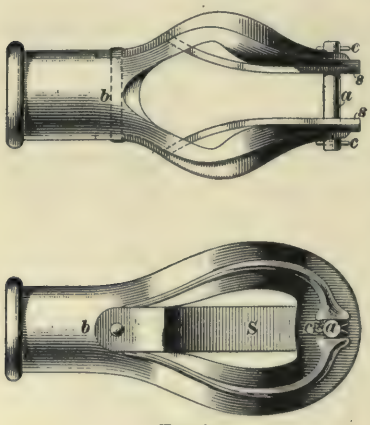

FIG. 5.
**6. The Harp.**—*Harp* is the name given to the fork which holds the wheel and the axle for the wheel to turn on; it also holds the two contact springs, one of which is shown at *S*, in Fig. 5. In Fig. 5, *b* is the harp proper; *a*, the axle for the wheel to turn on; *s*, *s*, the two springs on either side of the harp; and *c*, *c*, two cotter pins which pass through two holes drilled in the ends of the axle and serve to keep the axle in place. It has been the custom to make trolley harps of brass, but malleable iron is fast replacing it, because it is cheaper and stronger, and because it offers no temptation to thieves. Brass is made of the proper mixture of copper, tin, and zinc; malleable iron is cast iron which has been subjected to heat for several days in the presence of a certain kind of ore called hematite. It can be easily bent by a blow when cold, but cannot be hammered when hot. Cast iron will break if subjected to a blow under any